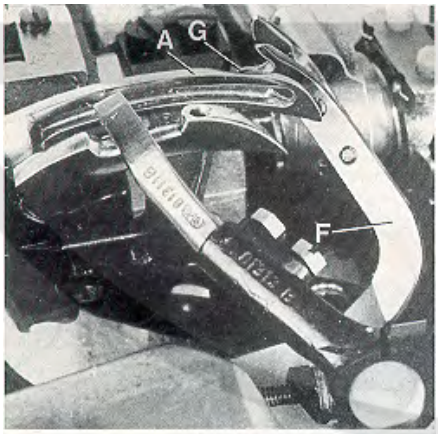

Fig.9
Rotate handwheel in operating direction. On the upward travel of spreader (F, Fig. 9) the tip of its lower prong (G) must pass as close as possible in the recess behind the eye of the lower looper (A) without contacting it.
Drehen Sie dasHandrad in Nährichtung. Bei der Bewegung des Blindgreifers (F, Fig. 9) nach oben muß die Spitze seines unteren Zinkens (G) so dicht wie möglich in der Aussparung hinter dem Öhr des Untergreifers (A) vorbeigehen, ohne diesen zu berühren.